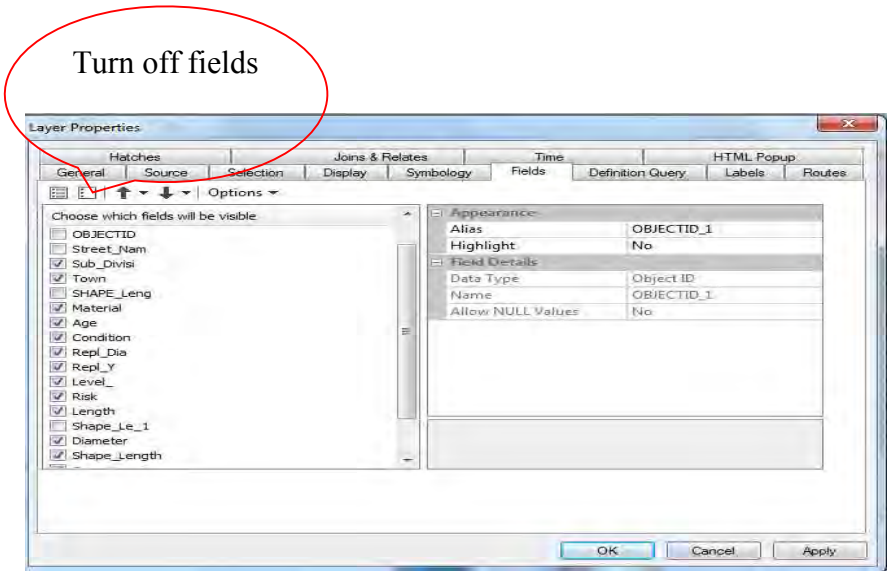

Figure 3.3. Layer Properties
- Select the tab of fields and turn of the fields as shown in figure 3.3.
- Un-Check fields/columns which you want to turn off. All the fields is turned off by pressing tab "turn all field off" as shown in figure 3.3.